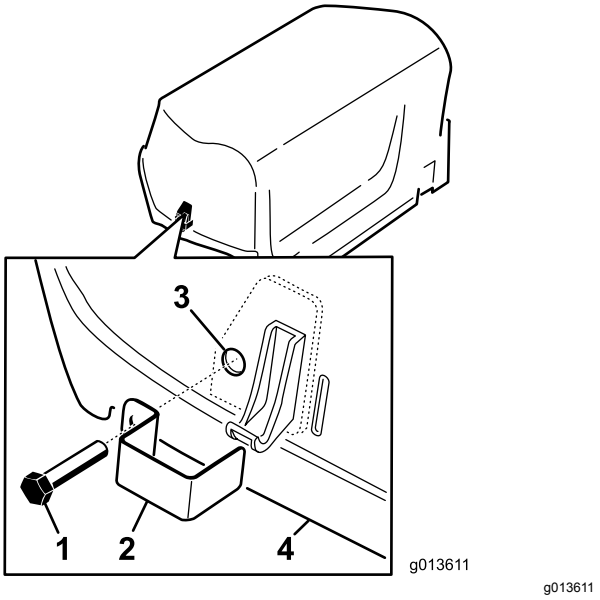

Figur 7
1. Montera ett spärrlås över de vänstra och högra huvspärrarna med hjälp av en skallskruv (totalt två) (Figur 7).
2. Skruva på en invändig låsbricka på varje skruv (1–2 gängor) med hjälp av en tång eller skiftnyckel så att skruvarna säkras (Figur 7).